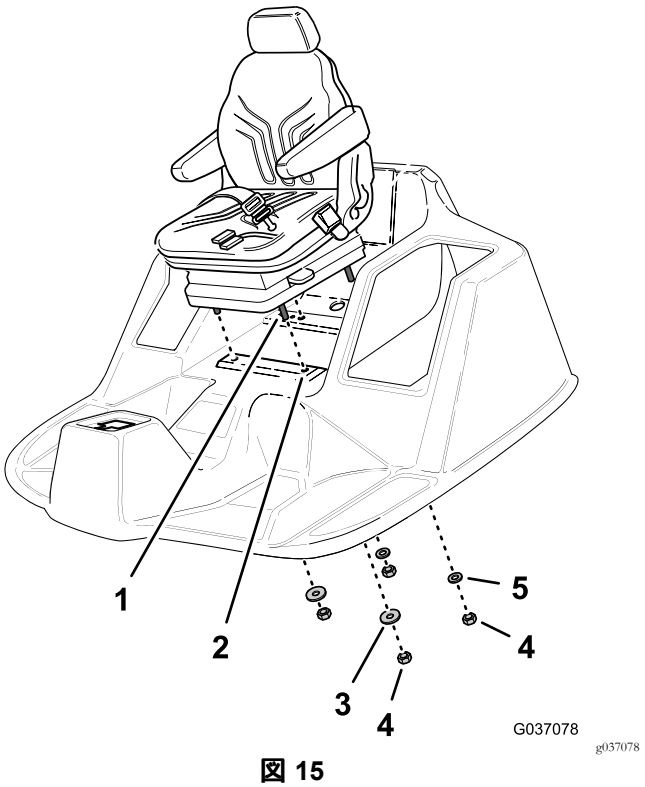

図 15
3. 新しい座席についているキャップスクリュ8 x 40mm4本を、運転台の穴に合わせる図 15。
5. 前側のキャップスクリュ2本に、ロックナット8mm2本とワッシャ5/16 x 1 インチ2枚を取り付ける図 15。
6. 後側のキャップスクリュ2本に、ロックナット8mm2本とワッシャ8 x 17mm2枚を取り付ける図 15。
6. 反対側のキャップスクリュ2本に、ロックナット8 mm2本とワッシャ8 x 17 mm2枚を取り付ける図 15。